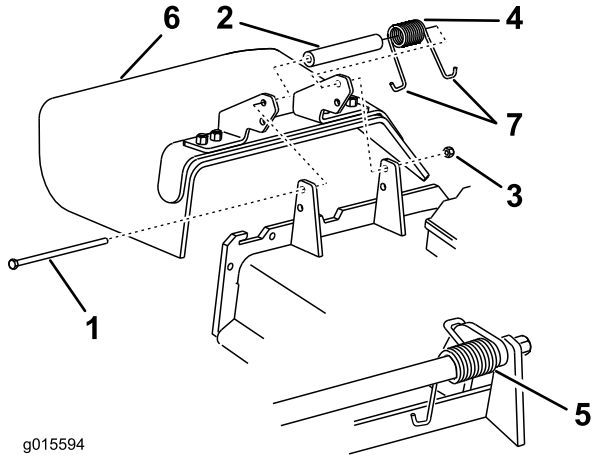

Figur 100
1. Fjern låsemutteren, bolten, fjæren og avstandsstykket som holder avlederen festet til svingbrakettene (Figur 100). Fjern den skadde eller slitte gressavlederen.
Merk: Påse at én **J**-ende av fjæren er montert bak klippeenhetskanten før du monterer bolten, som vist i Figur 100.
3. Monter bolt og mutter. Plasser én **J**-krokenden av fjæren rundt gressavlederen (Figur 100).